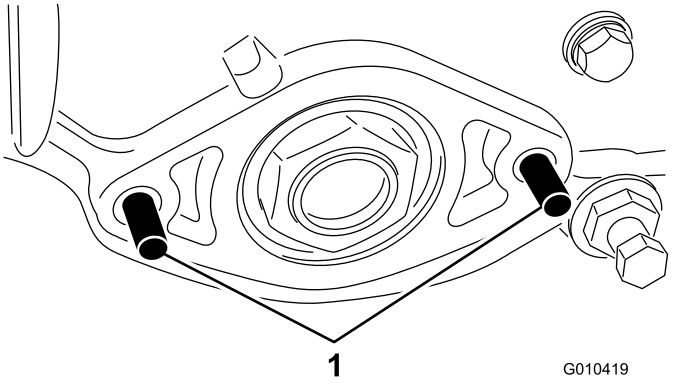

Figuur 4
7. Plaats 2 bouten (M8) door de linker zijplaat zoals wordt getoond in Figuur 4.